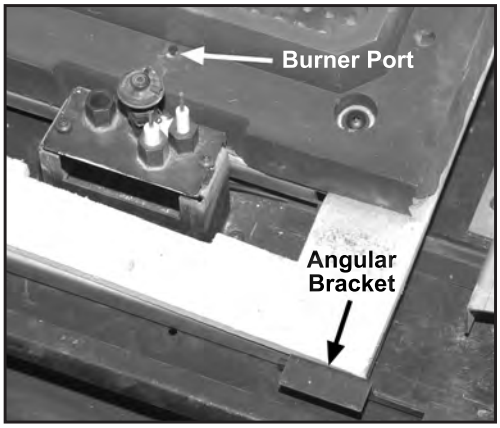

Figure 35: Glass Burner in Place.
2. Pull the burner forward up to the angular brackets near the front of the firebox (see Figure 35). The burner rests on the floor of the firebox and is properly aligned against the two (2) front burner rests.
4. In front of the pilot assembly, on the front edge of the burner is one burner port which helps in the lighting of the main burner (see Figure 35). The glass tray has one hole in the same position that allows the gas to flow to this location. Ensure the glass tray hole is properly positioned over the port in the burner.